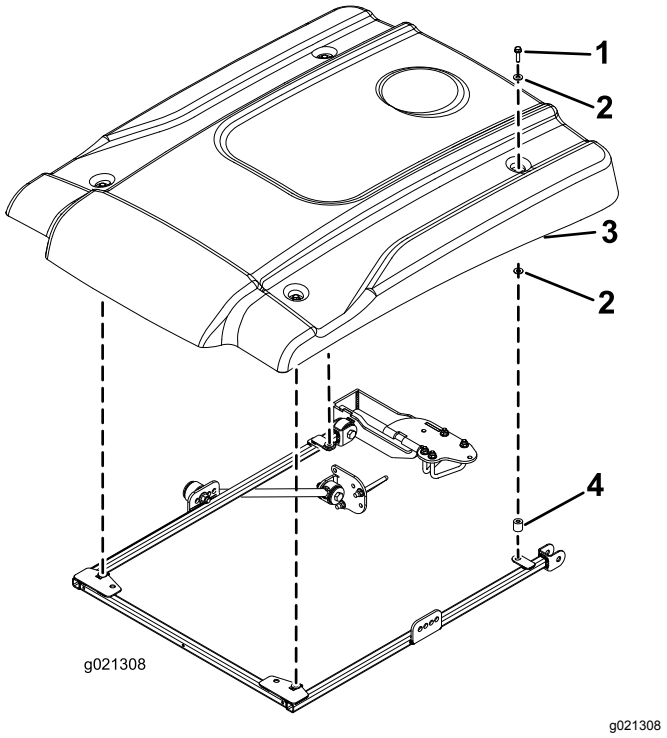

Figure 33
11. While aligning the mounting holes, position the sunshade onto the frame as shown in Figure 33.
12. Loosely mount each corner of the sunshade to the frame with a flange-head bolt (5/16 x 2-1/4 inches), 2 small washers, and a spacer (Figure 33). Position a washer on each side of the sunshade-rubber grommet.